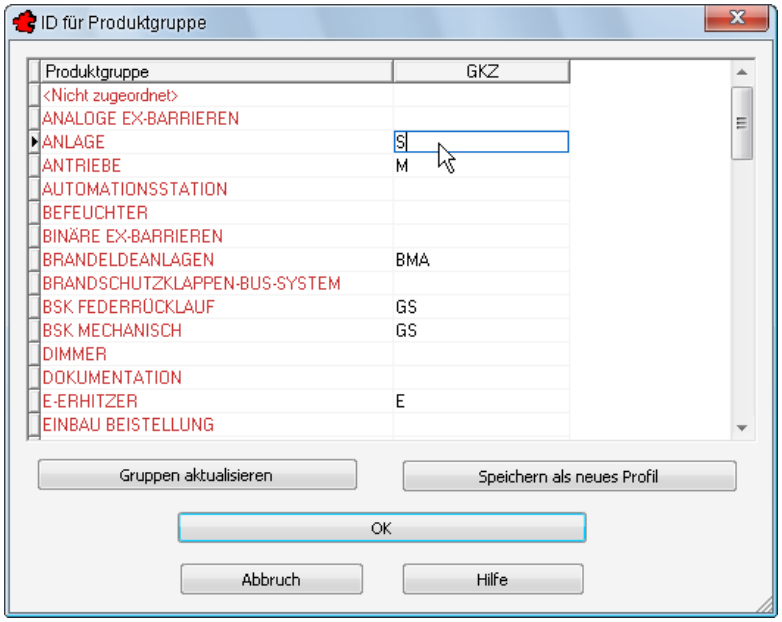

Bild 16.14 – Definition eines Geräteklassen-Profils
- *als neues Profil speichern,* so dass Sie für unterschiedliche Kunden oder Projekte eigene Buchstabenlisten definieren und diese bei neuen Projekten einfach wieder zuladen können (Abb. 16.14).